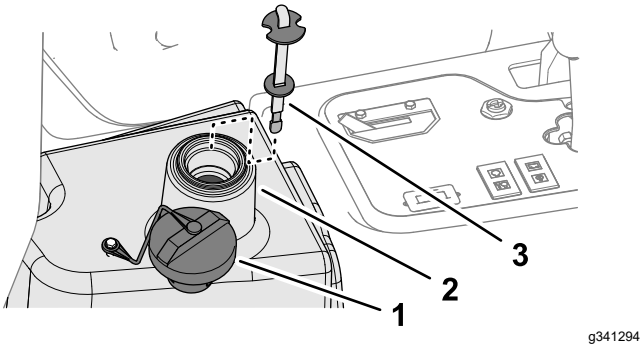

Figur 88
2. Gör rent omkring hydraulvätsketankens påfyllningsrör och lock (Figur 88) och ta sedan bort locket.